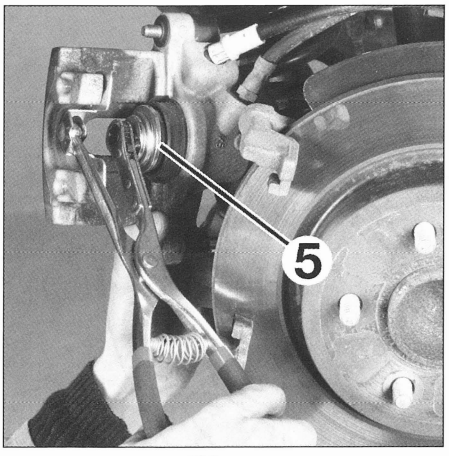

FIG. 17
• Presionar el pistón (5) girándolo en el sentido horario para pretensarlo (útil Ford 206-085 y 12-025 ó pinzas Facom DF.6A provistas de la punta DF.6-3) **(fig. 17).**